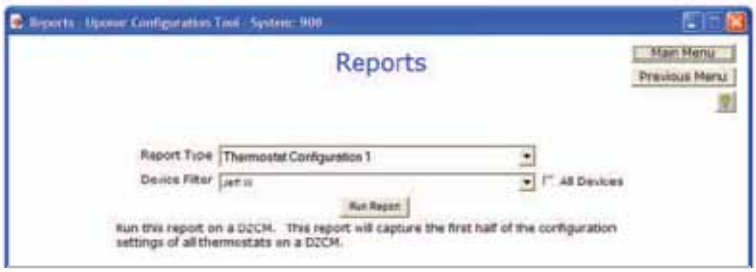

Figure 4.7-3: Reports Screen
2. Click on the **Reports** button to display the Reports screen shown in **Figure 4.7-3**.